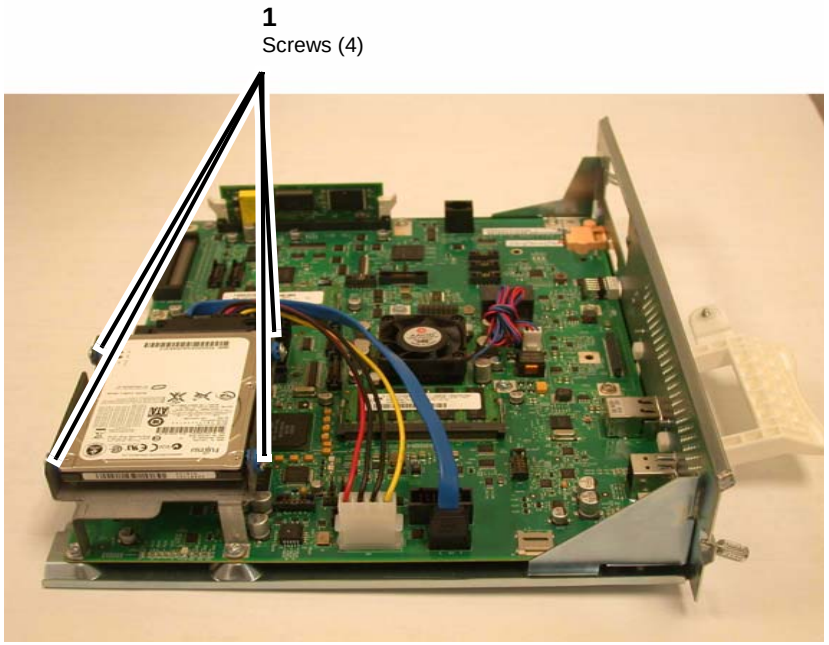

Figure 2 Removing Replacing the Disk Drive
5. Remove the screws (4). (Figure 2)